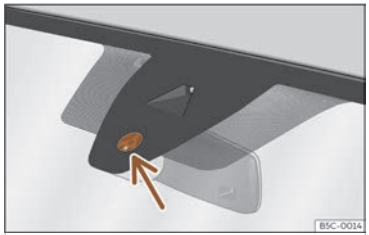

Fig. 98 Sensitive surface of the rain sensor.
The possible causes of anomalies and erroneous interpretations *in the sensitive surface area* ››› Fig. 98 of the rain sensor are, among others:
- **Dirt**: dry dust, wax, coating on glass (Lotus effect) or traces of detergent (car wash) may reduce the effectiveness of the rain sensor or make it react more slowly, later or not at all. Regularly clean the sensitive surface of the rain sensor ››› Fig. 98 (arrow) and check for possible damage to the wiper blades.